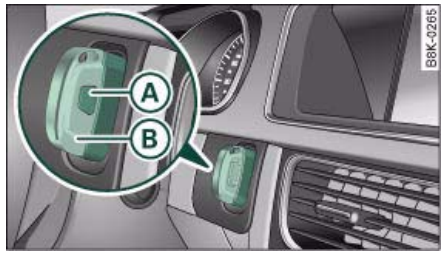

Fig. 35 Ignition lock with key
– Press the release catch (A) ⇒ fig. 35 using a ball-point pen or a similar object and pull the emergency key (B) out of the remote control key.